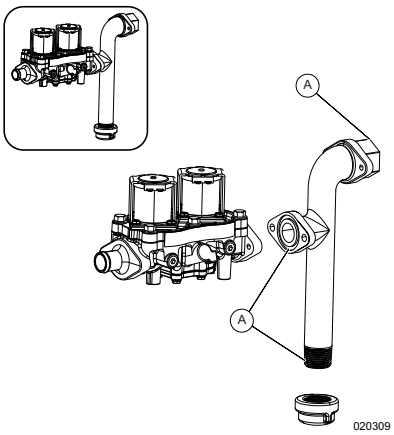

Figure 4-10. Connection Points to Leak Check
See ***Figure 4-10***. Perform a final fuel system leak test after generator installation. The test will identify possible leaks at all connection points (A).